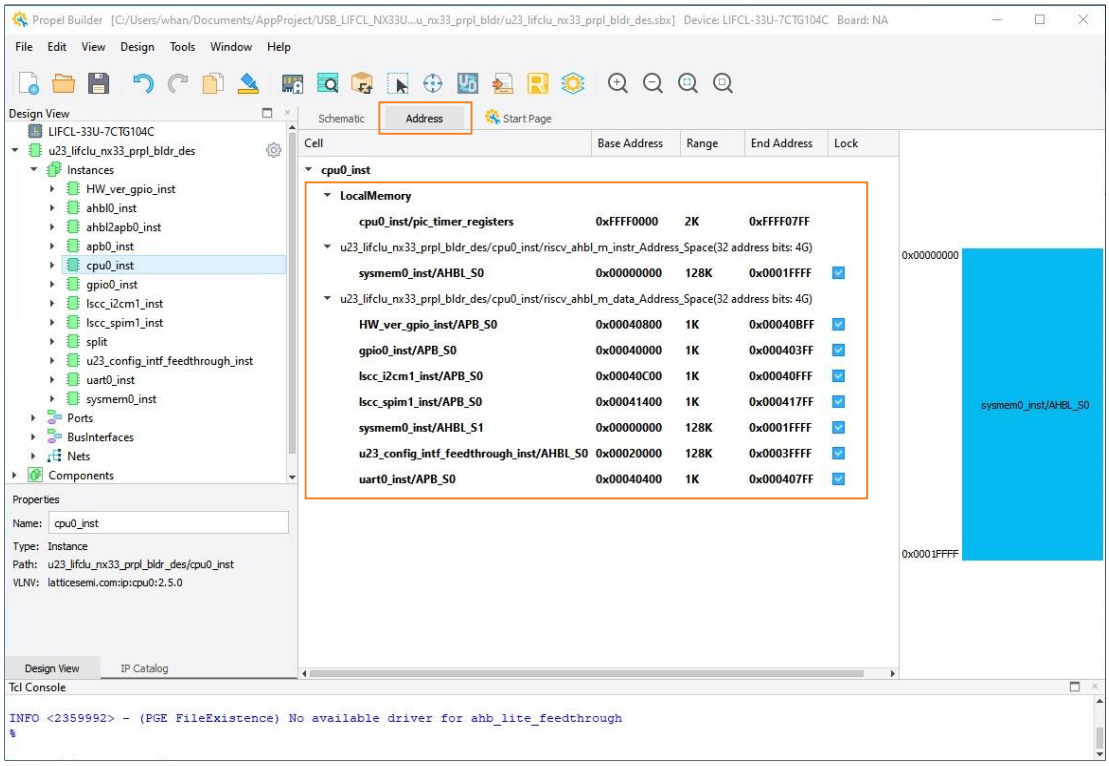

Figure 5.10. Base Address Assignment
3. Click the **Address** tab to review the base address assignment for the system and all peripherals within the Propel Builder Project, as shown in Figure 5.10.